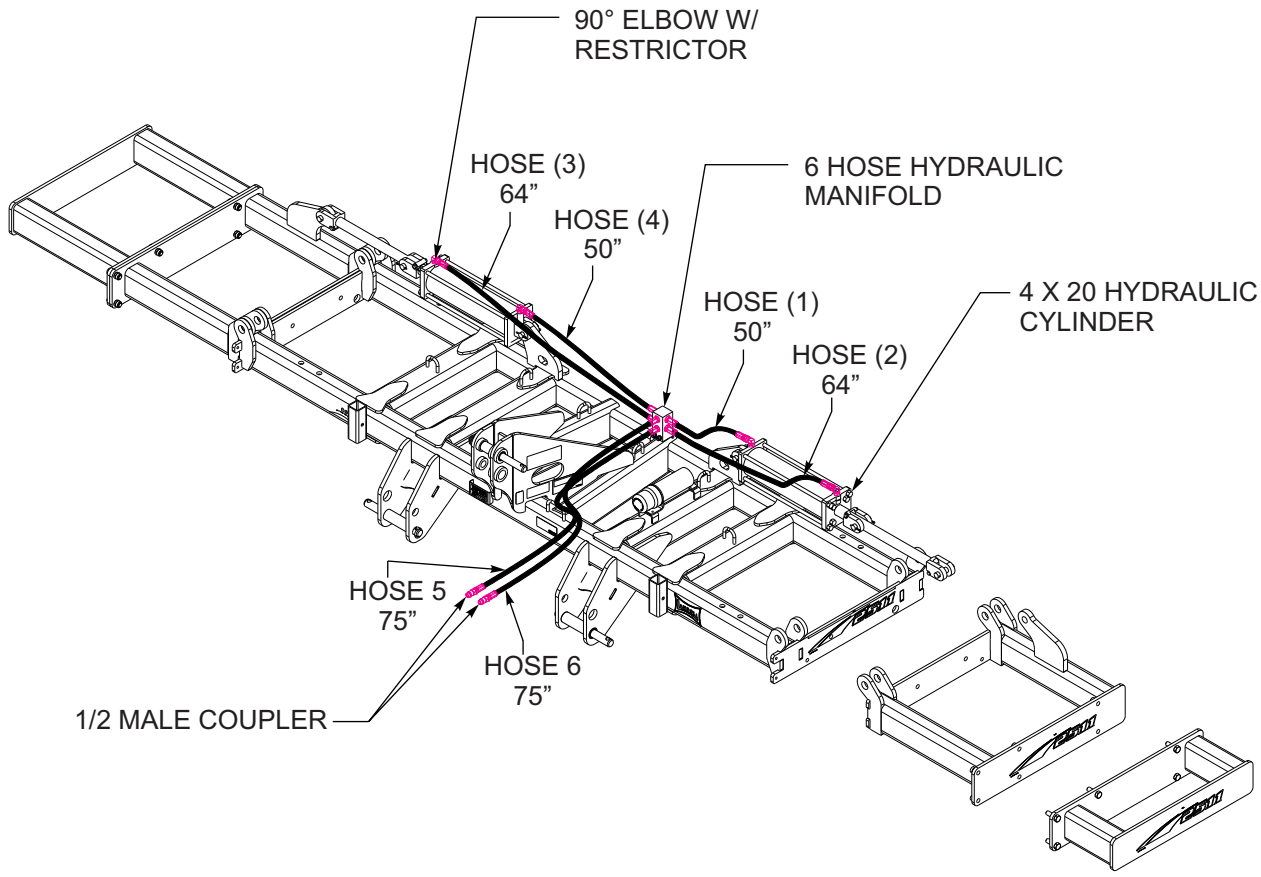

Figure 3-16: Hydraulic Fold Installation
2. Install 90° elbow with restrictor into each port of hydraulic cylinders **(See Figure 3-16.)**